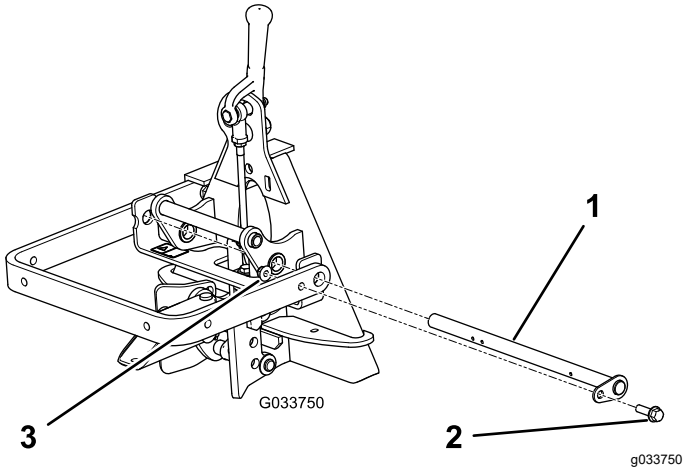

Bild 5
2. Stecken Sie die Gelenkstange durch die Löcher (Bild 5).
3. Fluchten Sie das Loch in der Halteplatte mit dem Loch im Hubarm aus und setzen Sie die Bundkopfschraube und die Bundmutter ein (Bild 5).